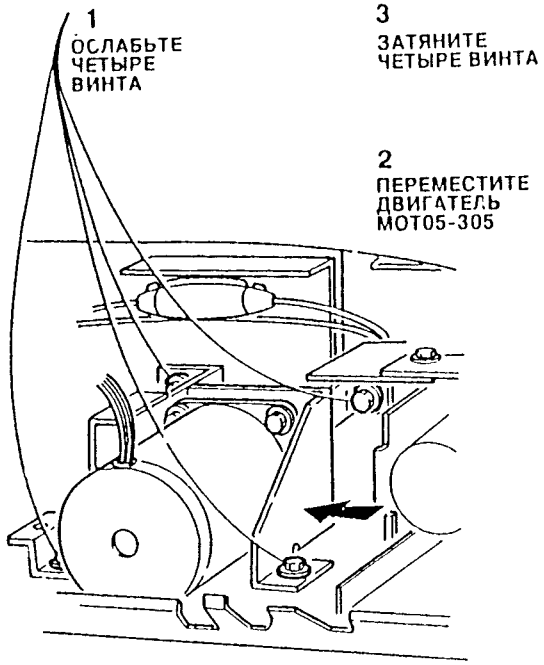

Рис. 1. Регулировка натяжения ремня привода дуплексного автоподатчика оригиналов DADF
1. Отрегулируйте натяжение ремня привода дуплексного автоподатчика оригиналов DADF, смещая для этого двигатель привода оригинала DADF MOT05-305 (смотрите Рис. 1).
ПРИМЕЧАНИЕ: На Рис. 1 для большей ясности не показана печатная плата DADF.